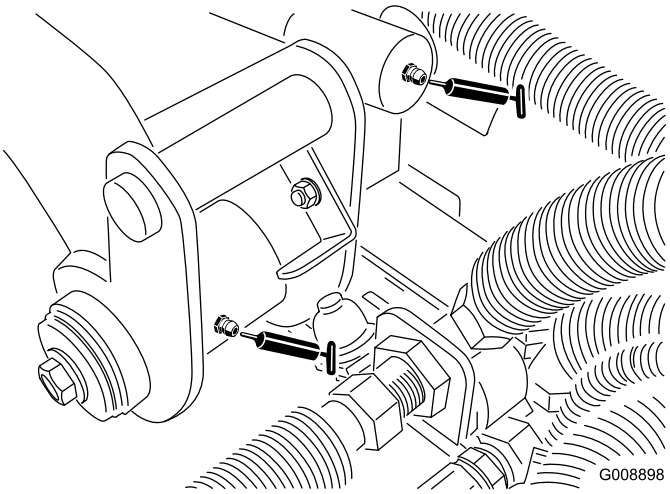

**Figur 51**
- Bakre løftearmstapp og løftesylindere (2) (Figur 51)